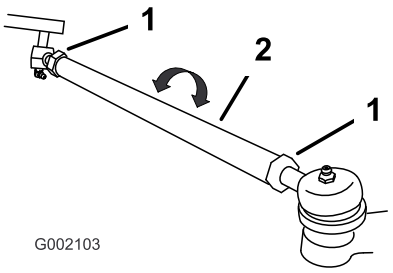

Figur 63
7. Hvis målingen ikke falder inden for 0 til 6 mm, skal kontramøtrikkerne løsnes i begge ender af forbindelsesstængerne (Figur 63).